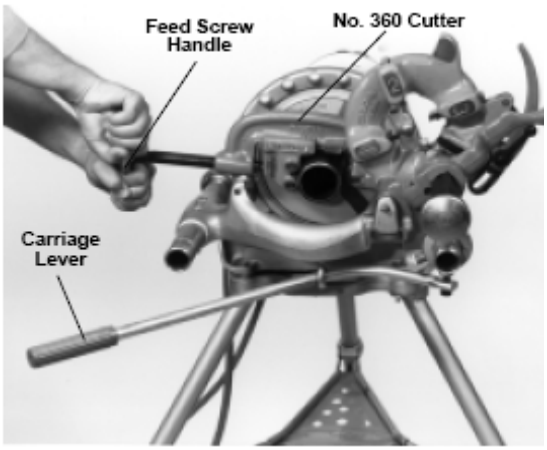

图9 — 用360割刀切割管子
1. 确认板牙模头和铰刀倒向后面（见图9）。
6. 双手抓紧刀柄（见图9）。